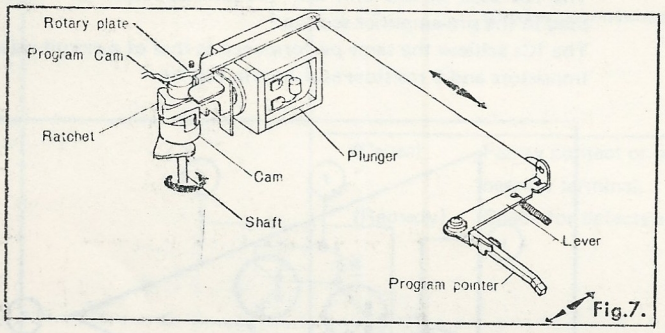

Fig.7.
4. Mechanical indicator (Refer to Fig. 7)